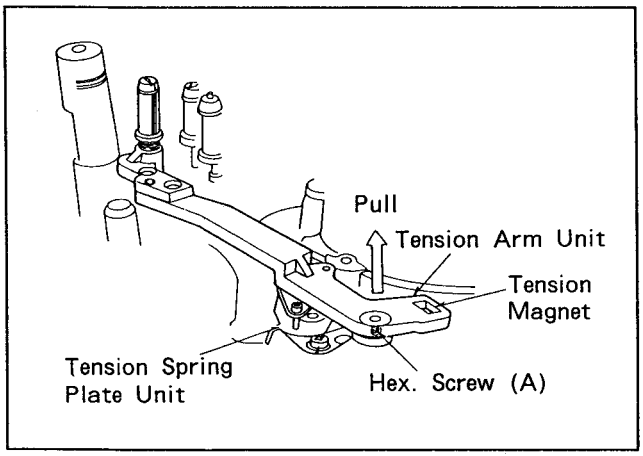

Fig. 6-15-1 Tension Arm Unit
3. Loosen the hex. screw (A) and pull off the Tension Arm Unit as shown in figure 6-15-1.